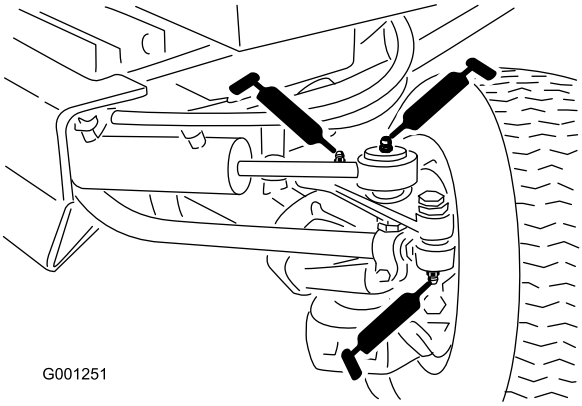

**Figur 44**
- Forbindelsesstangens ender (2) (Figur 44)
- Cylinderstangens ender (2) (Figur 44)
- Styretapper (2) (Figur 44)
- Akseldrejetap (Figur 44)